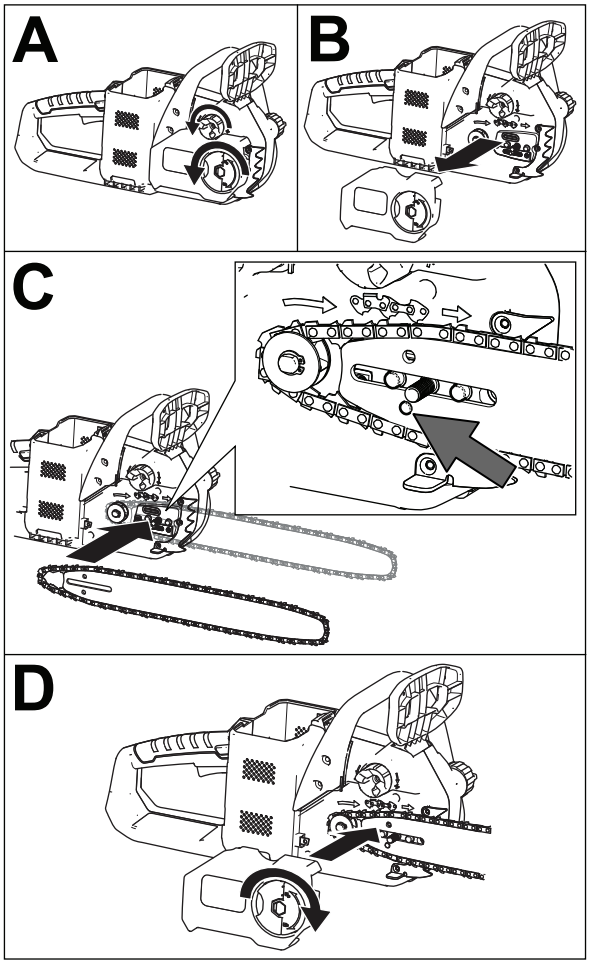

Figura 31
12. Posicione el bucle abierto de la cadena (separado de la espada) alrededor del piñón de arrastre de la motosierra, e instale la espada con la cadena en la motosierra, como se muestra en la Figura 31.